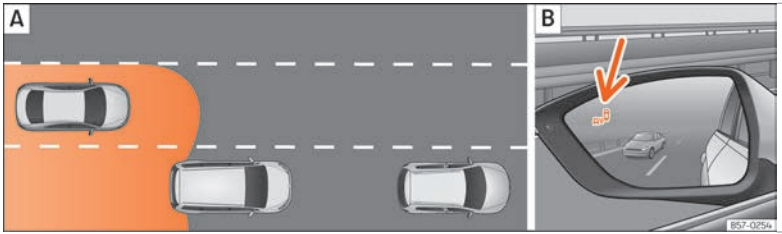

Abb. 276 Schematische Darstellung: A Überholvorgang mit Verkehr im hinteren Bereich. B Anzeige des Blind-Spot-Assistenten im Außenspiegel links.
Die Radarsensoren befinden sich links und rechts am hinteren Stoßfänger und sind von außen nicht sichtbar ››› Abb. 275. Die Sensoren erfassen den Bereich des toten Winkels, sowie den hinter dem Fahrzeug erzeugten Verkehr ››› Abb. 276, ››› Abb. 277. Die Seitenbereiche umfassen etwas über eine Fahrbahnbreite.
In nachfolgenden Situation wird die Anzeige im Außenspiegel ››› **Abb. 276** B (Pfeil) oder ››› **Abb. 277** B (Pfeil) dargestellt:
- Bei einer Überholung durch ein anderes Fahrzeug ››› **Abb. 276** A.